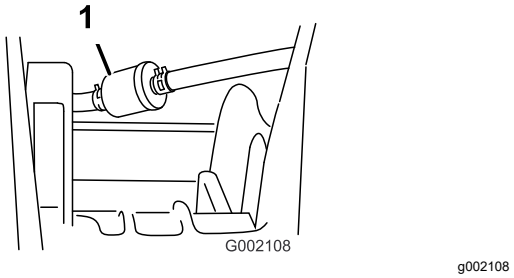

Figur 42
5. Fjern de klemmer, der fastgør brændstoffilteret til brændstofslangerne (Figur 42).